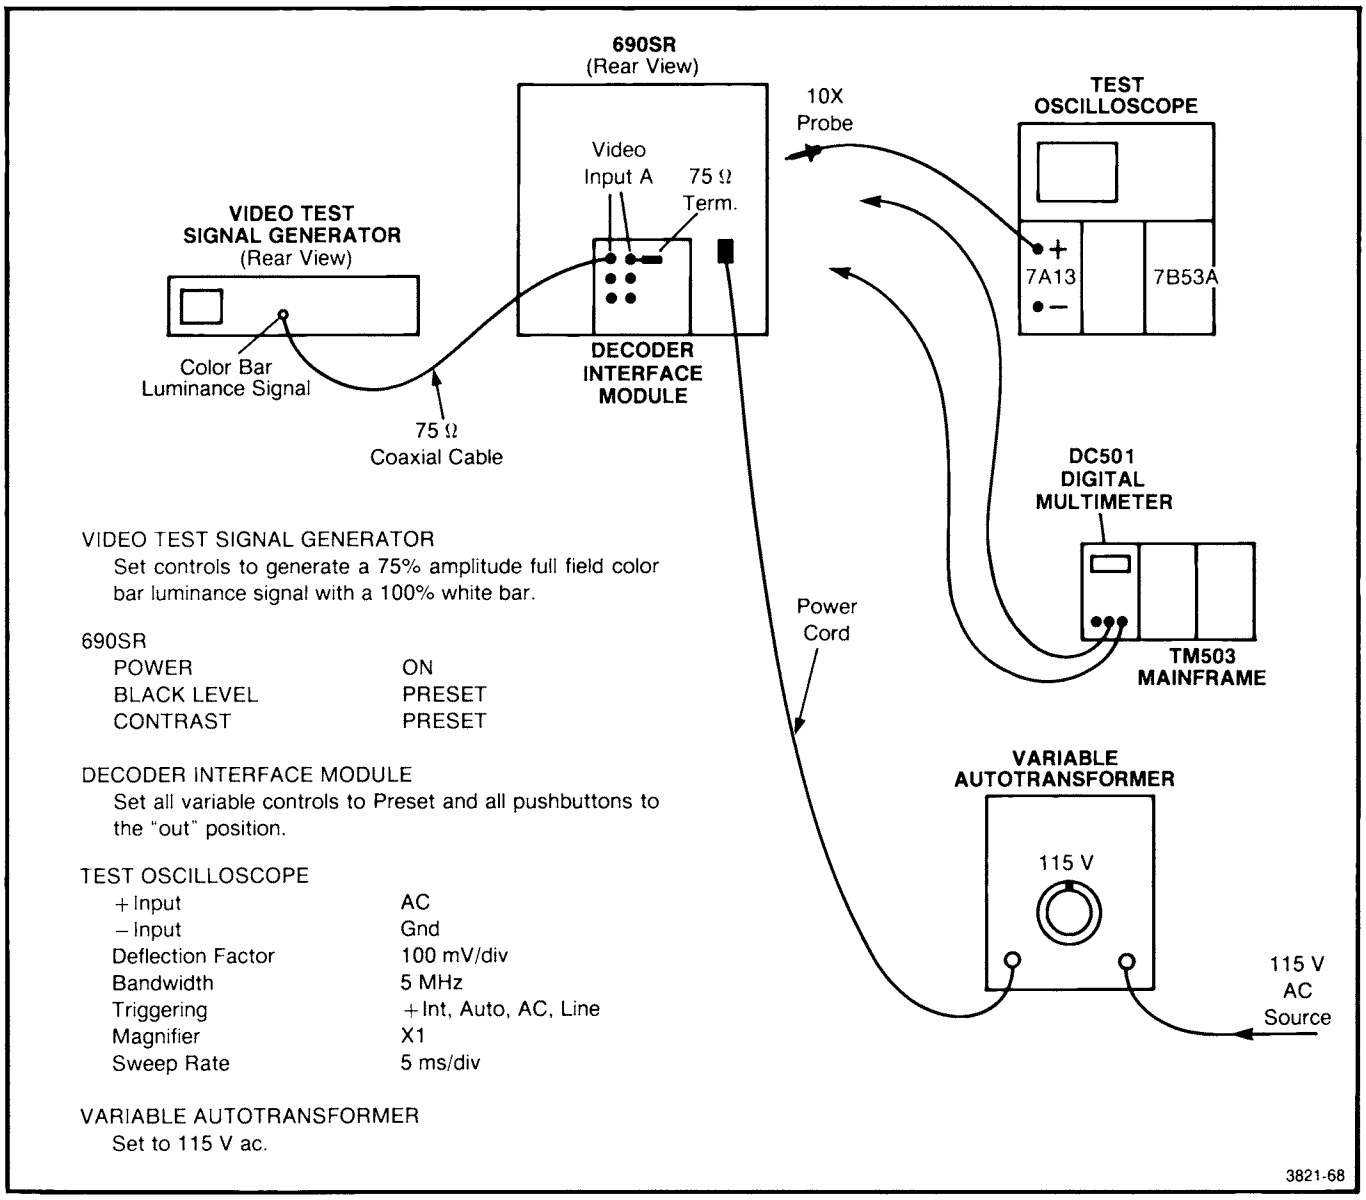

Fig. 6-24. Equipment setup conditions for checking 690SR input voltage range.
a. Use Fig. 6-24 as a guide for the equipment setup conditions and control settings.